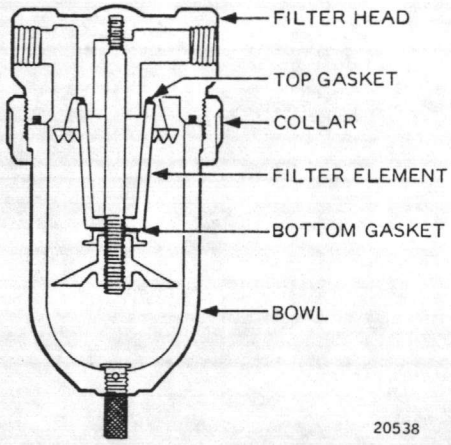

Fig. 4. Filter Replacement (40 Micron w/Gaskets).
3. Disassemble filter cartridge. Replace filter element and gaskets (Fig. 4).